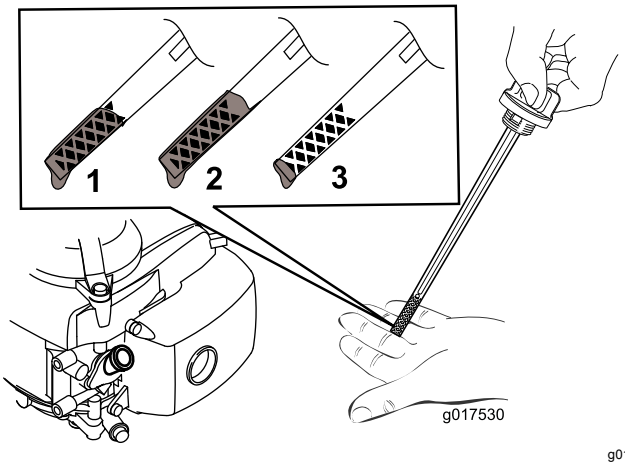

Figuur 5
2. Verwijder de peilstok (Figuur 5).
Opmerking: Vul het carter van de motor met olie tot u een correct oliepeil afleest op de peilstok zoals getoond in Figuur 5. Als u te veel olie in de motor hebt gedaan, moet u deze aftappen zoals wordt uitgelegd onder Motorolie verversen (bladz. 15).